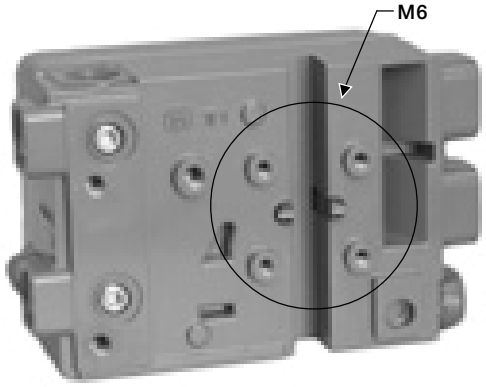

*图 2-13. DVC2000 用于旋转式执行机构的安装孔*
3. 用 4 个安装螺栓把数字式阀门控制器固定到安装支架上，如图 2-13 所示。